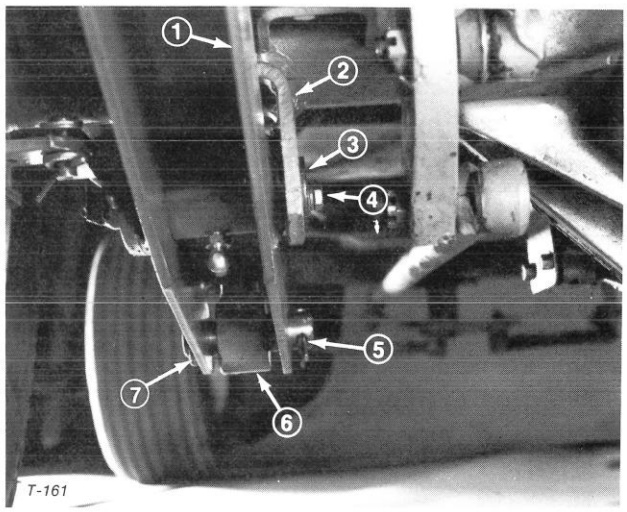

Figure 3
2. Slide frame under traction unit, align frame holes with axle bracket holes, insert pivot pins (provided with traction unit) and secure with capscrews, flatwashers, and lockwashers (Fig. 3).
3. Align frame holes with hydraulic cylinder rod hole, insert pin and secure with cotter pins (Fig. 3).